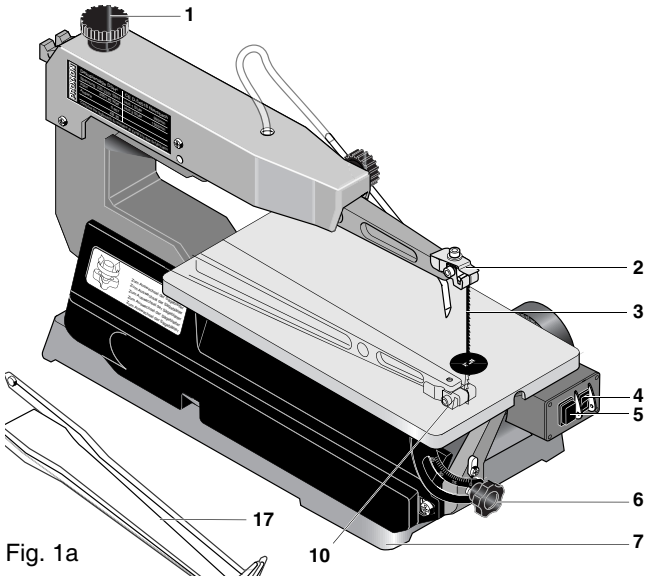

Fig. 1a
Opis urządzenia (patrz również Rys. 1a i 1b)
Wypakowanie (Rys. 1a i 1b)
4. Beschreibung der Maschine (siehe auch Fig. 1a und 1b) 7
6.1. Auspacken (Fig. 1a und 1b) 8